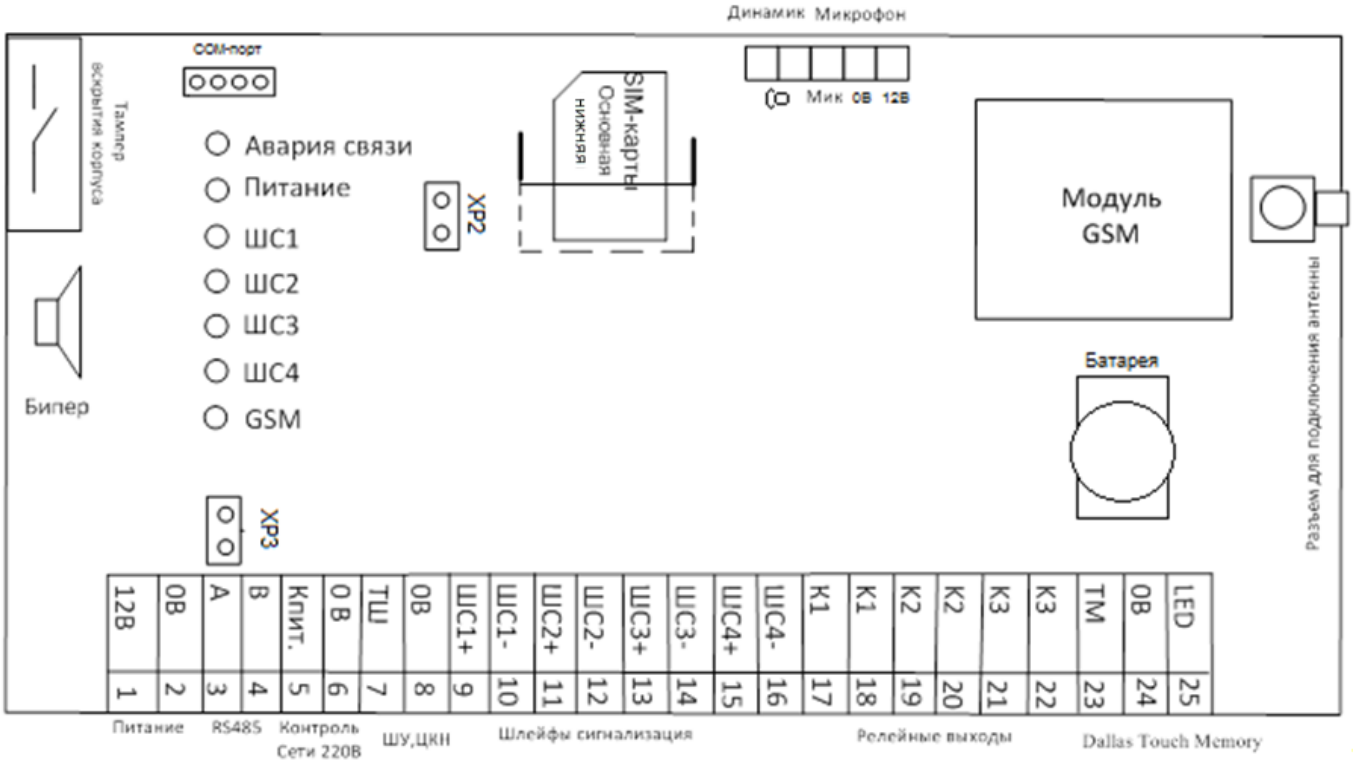

Рисунок 1. Блок схема «УО-4С»
- для использования устройства в режиме «Мастер», после программирования прибора, следует снять перемычку XP2 (см. рисунок 1). В остальных случаях должна быть установлена;